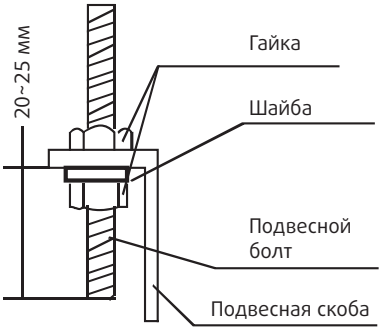

рис. 4-6
- Во избежание протечек убедитесь, что блок расположен горизонтально (используйте уровень) (рис. 4-6):